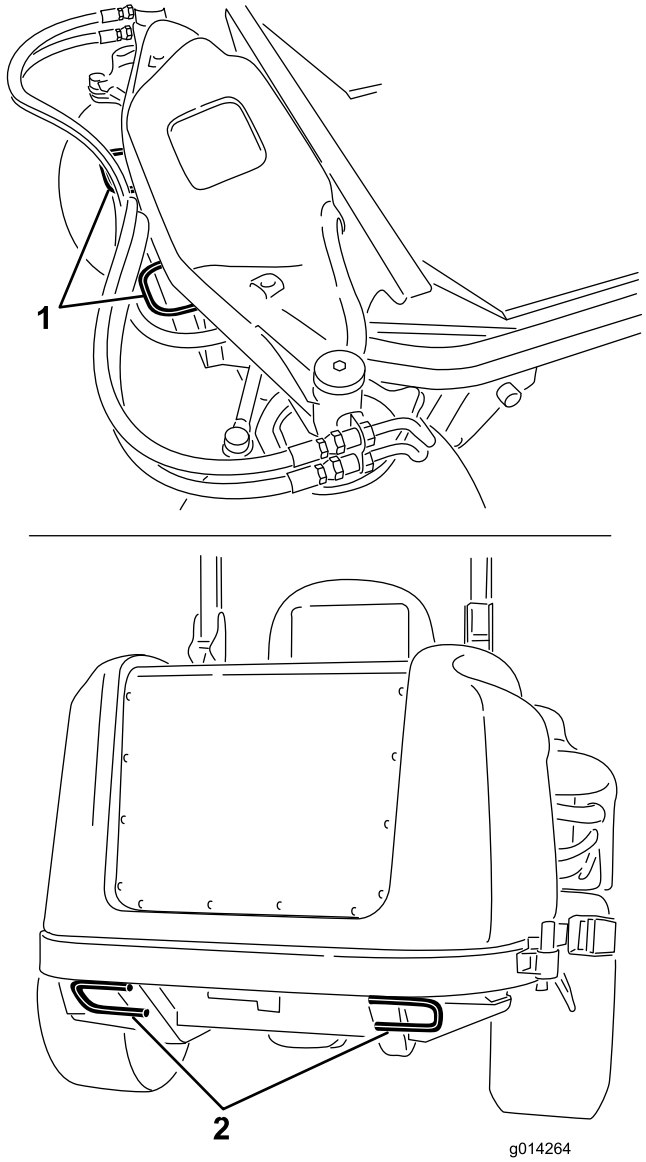

Figur 27
- Spænd maskinen godt fast til anhængeren eller lastbilen med remme, kæder, kabler eller reb som foreskrevet i færdselsreglerne for dit lokalområde (Figur 27).